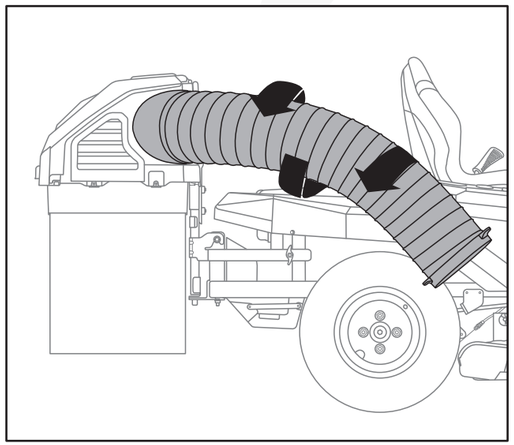

Fig. 10
4.Inserte el tubo acanalado que va a la entrada de la hierba y gírelo como indican las flechas hasta que tope. (Fig. 10)